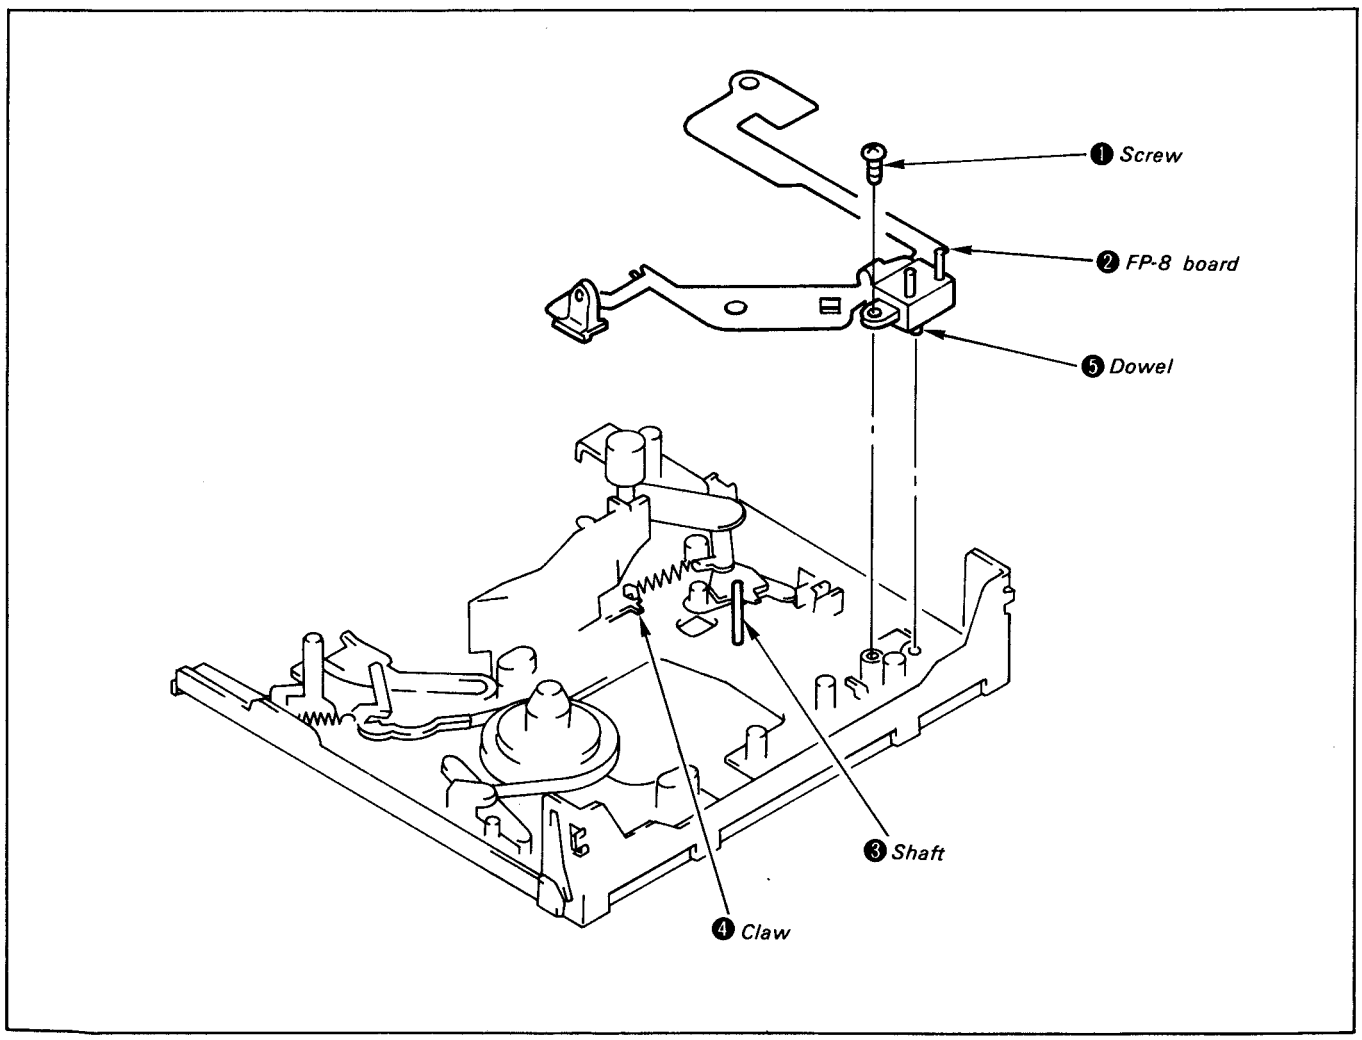

Fig. 2-32
4) Remove screw ❶ and peel off FP-8 board ❷ which is stuck to the LS chassis.
5) When peeling off FP-8 board 2, care must be taken so as not to tear it. (See Fig. 2-32)